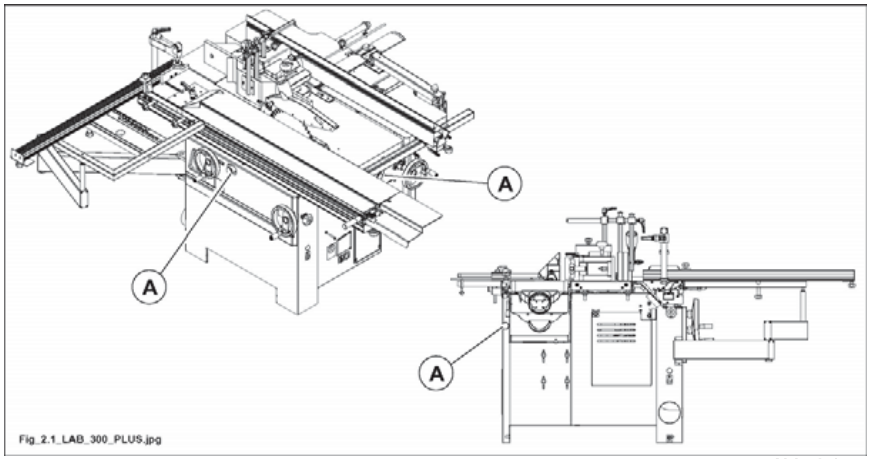

Abb. 2.1
2.1 ANORDNUNG UND BESCHREIBUNG DER NOT-AUS-VORRICHTUNGEN (ABB. 2.1)